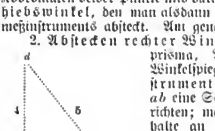

Fig. 3.
3. Abstecken von Parallelen: Errichte auf der Linie, zu der eine Parallele abgesteckt werden soll, in größerem Abstande zwei Lote, deren Länge gleich dem gewünschten Abstande der Parallele ist, und verbinde die Endpunkte der Lote. Einfacher und für viele Zwecke genau genug ist das in Fig. 3 dargestellte Verfahren; anwendbar, wenn in sehr weiter Entfernung in der Richtung der gewünschten Parallele ein hervorragender Kirchturm ꝛc. zu sehen ist.